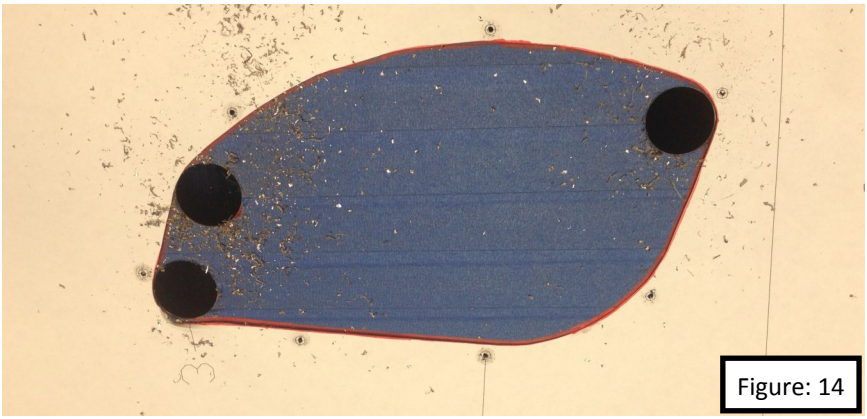

Figure: 14
18. Open up the three (3) holes located in the interior of the vent. Use the 1-1/4” hole saw for this operation. Figure: 14